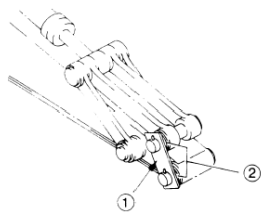

Fig. 1
3. Fit link plate and spacers (Fig. 1)